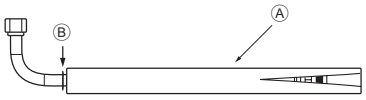
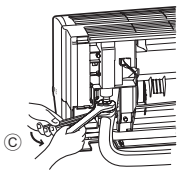

Fig. 3-8
Fig. 3-9
3. Frontalmente alla direzione in cui il tubo di collegamento a L ④ verrà rimosso, eseguire un collegamento rapido con l'apertura per il raccordo a cartella dell'unità interna.
4. Stringere il dado a cartella con due chiavi. (Fig. 3-9)
1. Tagliare il tubo di collegamento a L ④ nella posizione indicata in (Fig. 3-8).
2. Inserire il dado a cartella rimosso precendetemente sul lato dritto del tubo di collegamento a L tagliato ④, quindi svasare l'estremità del tubo.
5. Collegare rapidamente il tubo di collegamento a L ④ lavorato come al passaggio 2) con l'apertura per il raccordo a cartella dell'unità interna.
6. Stringere il dado a cartella con due chiavi. (Fig. 3-9)